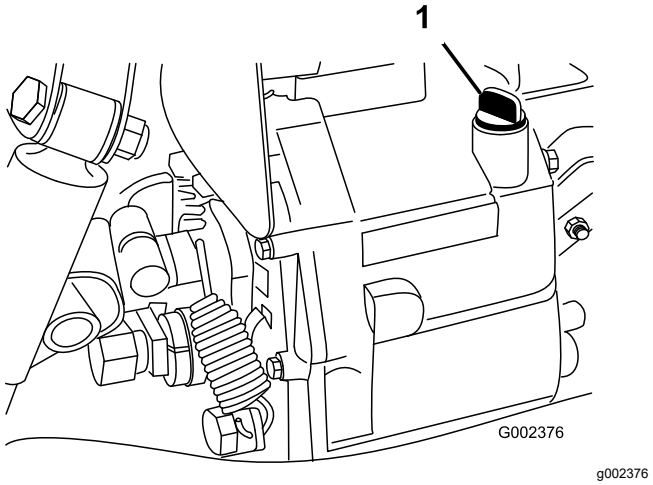

Figuur 66
4. Reinig het gebied rond de peilstok (Figuur 66).